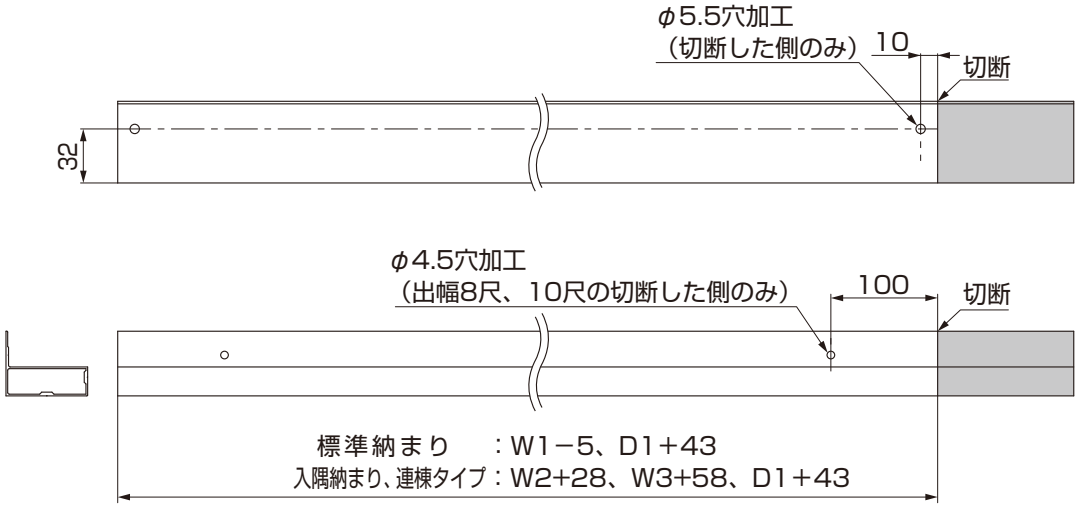
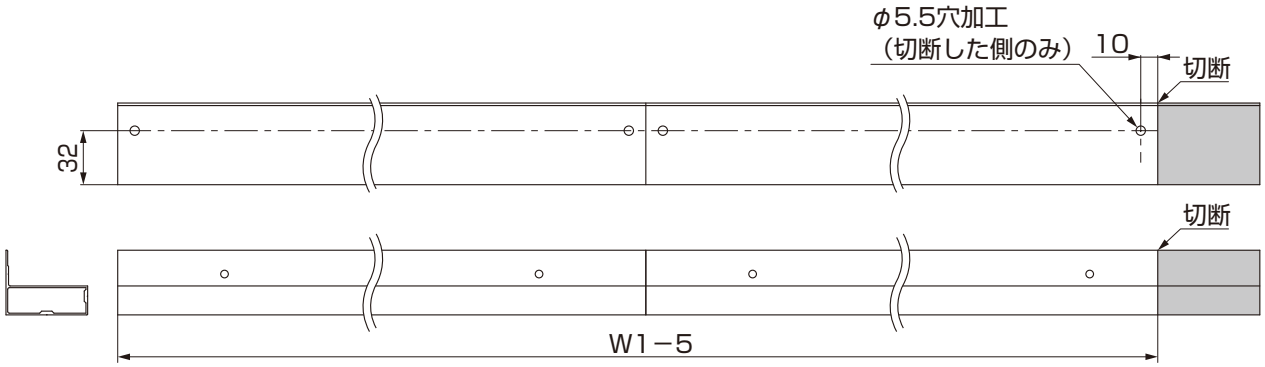

図5-5　部材を1本使用する場合
図5-6　部材を2本を使用する場合（基本タイプ 2.5間、3.0間）
②正面側の上枠取付材を標準納まりの場合（W1－5）mm、入隅納まり、連棟タイプの場合（W2+28）mm、（W3+58）mmで切断してください。（図5-5参照）
●基本タイプ 2.5間、3.0間の場合、（W1－5）mmは2本での合計となります。（図5-6参照）
④側面側の上枠取付材を（D1＋43）mmで切断してください。（図5-5参照）
⑤切断した側にφ5.5およびφ4.5の穴加工をしてください。（図5-5、図5-6参照）